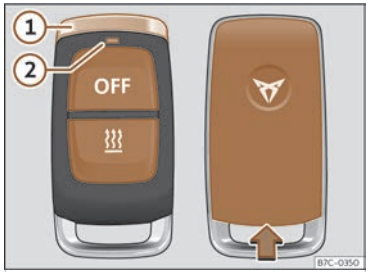

Fig. 88 Calefacción independiente: mando a distancia por radiofrecuencia.
Cuando se pulsan las teclas, el LED del mando a distancia ››› **fig. 88** ② proporciona al usuario diversa información:
- Sujetar el mando a distancia con el pasador cromado ››› **fig. 88** ① en posición vertical hacia arriba.
- Introduzca una herramienta adecuada, p. ej. un destornillador, en el sentido de la flecha en la hendidura de la carcasa del mando a distancia ››› **fig. 88**.
- Desplace la tapa en el sentido contrario al de la flecha hasta que encaje ››› **fig. 88**.